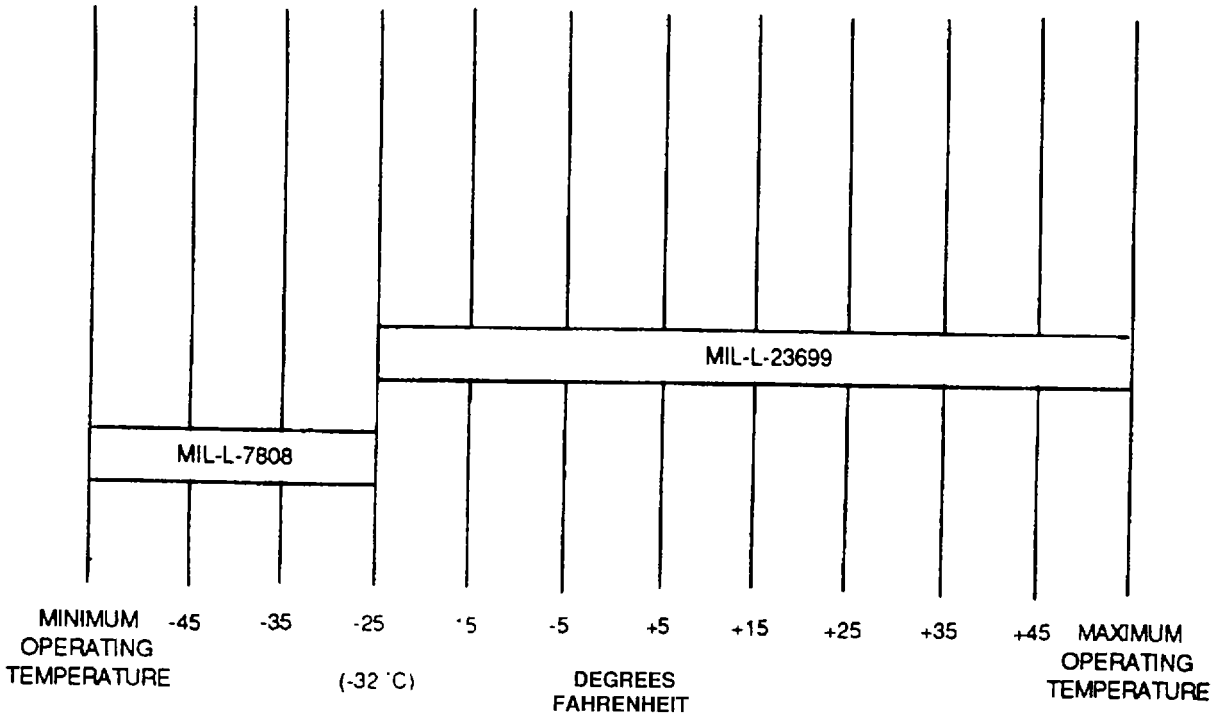

Figure 3-1. Turbine Engine Oil Use Temperature Chart
(1) *Turbine engine oil MIL-L-23699*. This oil has a greater life than MIL-L-7808 and has generally replaced MIL-L-7808 in the temperature ranges shown in figure 3-1. This is recommended oil for all new and overhauled turbine engines.
(2) *Turbine engine oil MIL-L-7808*. This oil is used in extreme low temperature ranges, as shown in figure 3-1.